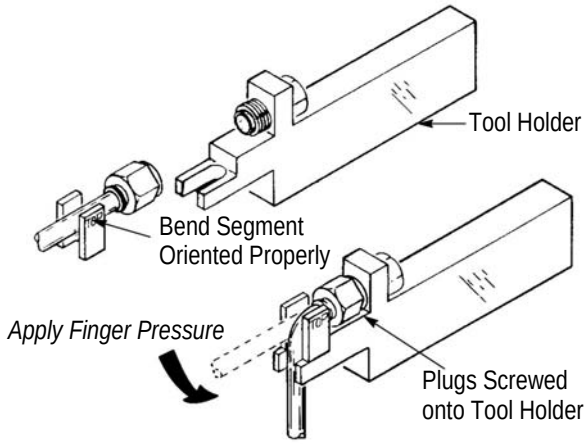

*Figure 15*
1. Screw the terminated plug onto the dummy jack of the tool holder. See Figure 15.
2. Slip the appropriate bend segment under the cable as shown in Figure 15.